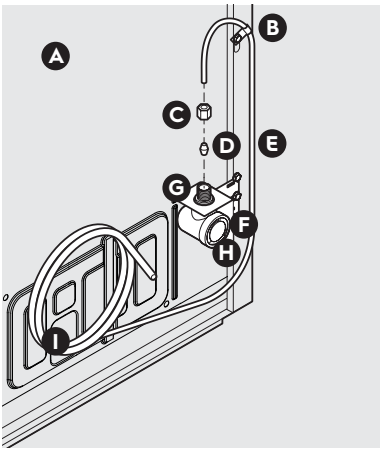
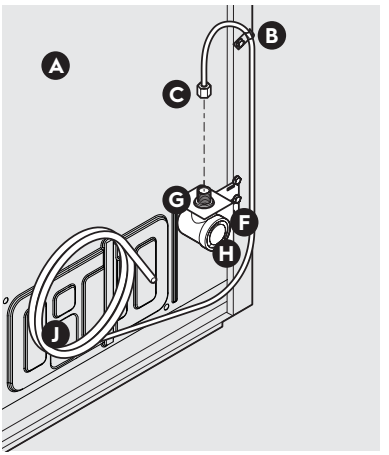

Figure 1
Figure 2
4. Si vous utilisez un **tuyau en cuivre** : faites glisser l'écrou de compression en laiton, puis placez la bague (raccord) sur la conduite d'alimentation en eau. Poussez le tuyau d'alimentation en eau dans l'entrée de la vanne d'alimentation en eau aussi loin que possible (6,4 mm/¼ po). Faites glisser la bague (raccord) dans l'entrée de la vanne et serrez à la main l'écrou de compression sur la vanne. Serrez un autre demi-tour avec une clé. NE PAS trop serrer. Consultez la figure 1.
Si vous utilisez **un tuyau flexible tressé en acier inoxydable**, l'écrou est déjà assemblé sur le tuyau. Faites glisser l'écrou sur l'entrée de la vanne et serrez l'écrou à la main sur la vanne. Serrez un autre demi-tour avec une clé. NE PAS trop serrer. Consultez la figure 2.
B	Pince en acier (fig. 1 : 6,4 mm [1/4po]; Fig. 2 : 12,7 mm [½ po])